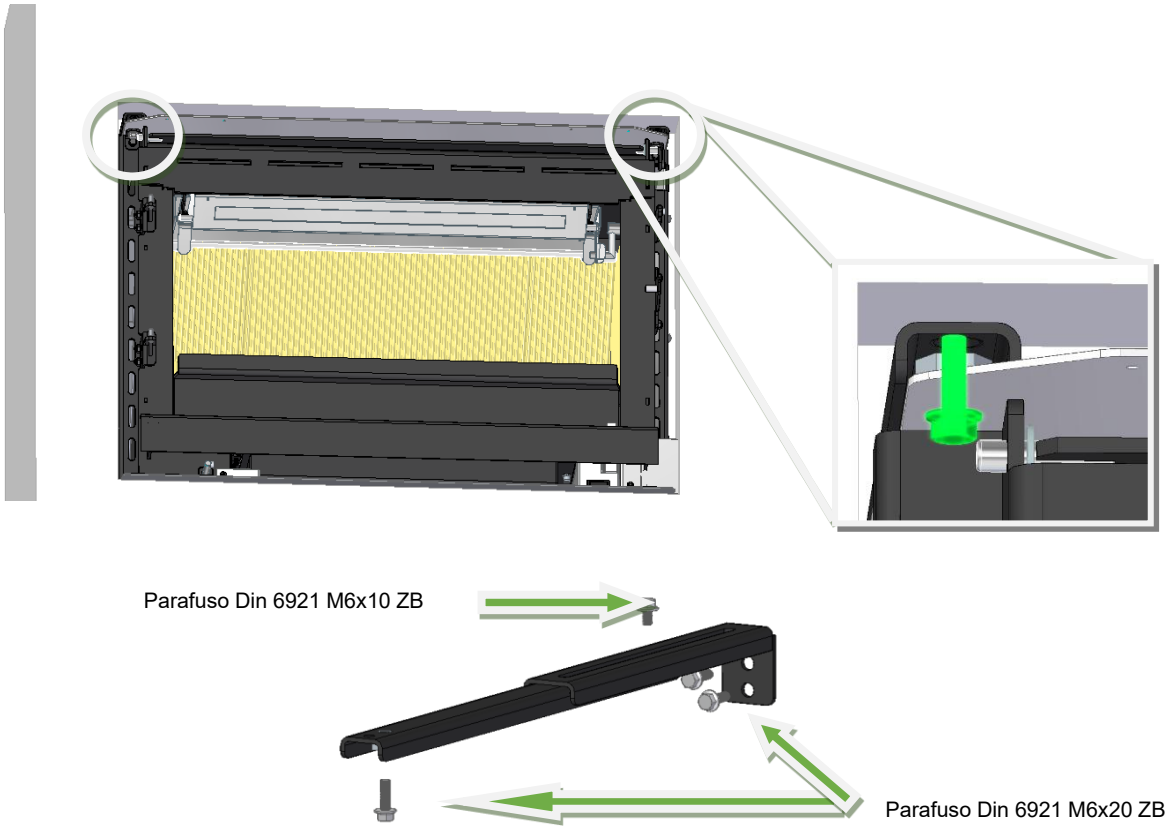

Figura 16 – Fixação do equipamento aos braços de fixação superiores, utilizando parafusos sextavados Din 6921 M6x20 ZB e M6x10 ZB
13. De seguida deverá fixar o equipamento aos apoios superiores como poderá ver na Figura 16.